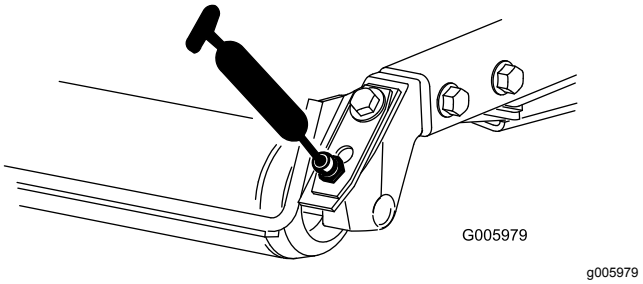

**Figur 48**
- Bagrullelejer (2 pr. klippeenhed) (Figur 48)